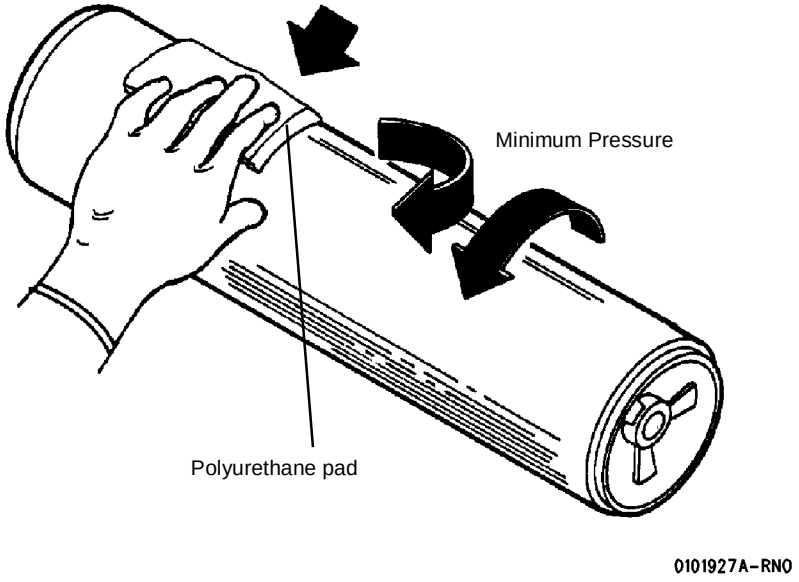

**Figure 1 Washing the Drum**
5. ( Figure 1 ): Wash the drum from end to end, using a circular motion.